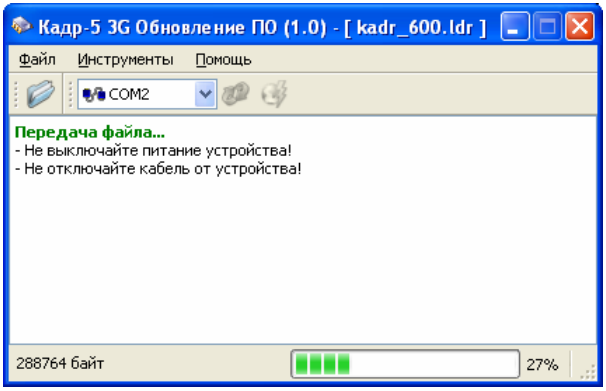
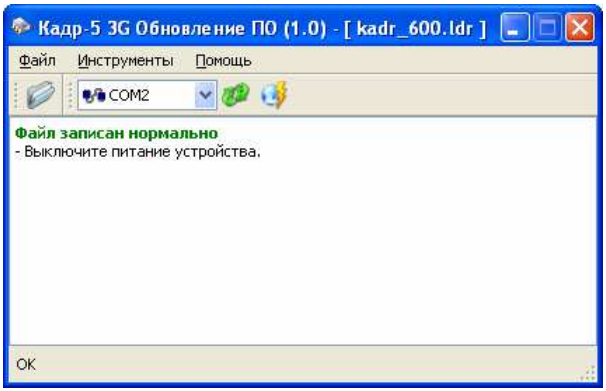

Рис. 38. Вид в процессе обновления прошивки
Рис.39. Вид при успешной записи прошивки
8. Отпустите кнопку, когда системный светодиод загорится желтым цветом. В процессе передачи данных внешний вид главного окна программы имеет вид, показанный на Рис.38. Системный светодиод устройства при этом часто мигает желтым цветом. После сохранения прошивки в энергонезависимой памяти устройства системный светодиод загорится зеленым цветом, а главное окно программы примет вид, показанный на Рис.39.